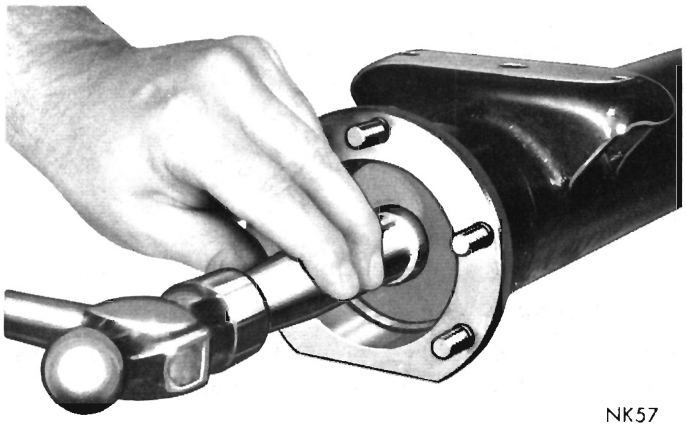

Fig. 5—Installing Axle Shaft Seal
(6) Wipe axle housing seal bore clean and install a new axle shaft oil seal using Tool C-839 (Fig. 5).